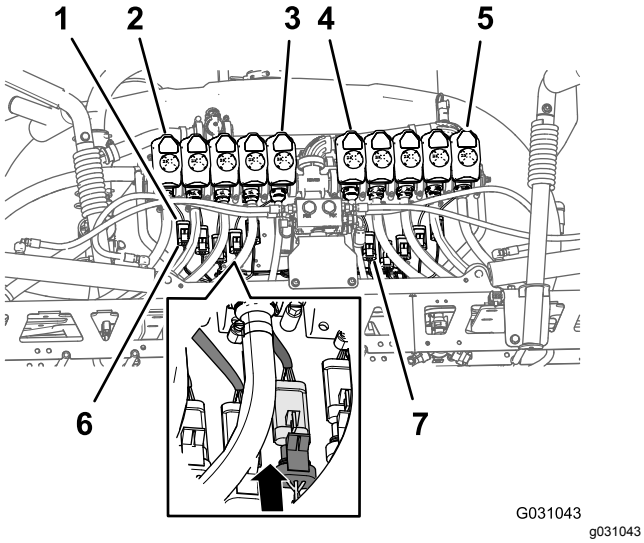

Figur 113
1. Før kontakten med tre sokler til den 218,4 cm lange ledningssatsforgreningen med merkene **Nozzle Valve 1** (dyseventil 1) til **Nozzle Valve 5** (dyseventil 5) bakover fra 5-ventilsfestet og under dyseventilene 1 til og med 10 (Figur 113).
2. Før kontakten med tre sokler på den 218,4 cm lange ledningssatsforgreningen med merkene **Nozzle Valve 6** (dyseventil 6) til **Nozzle Valve 10** (dyseventil 10) bakover fra 10-ventilsfestet og under dyseventilene 6 til og med 10 (Figur 113).
3. Koble kontakten med tre sokler i den bakre ledningssatsen merket med **Nozzle 1** (dyse 1) til kontakten med tre pinner i ledningssatsen for dyseventilen (Figur 113).
4. Gjenta trinn 3 ved dyseventilposisjon 2 til og med 10 (Figur 113).